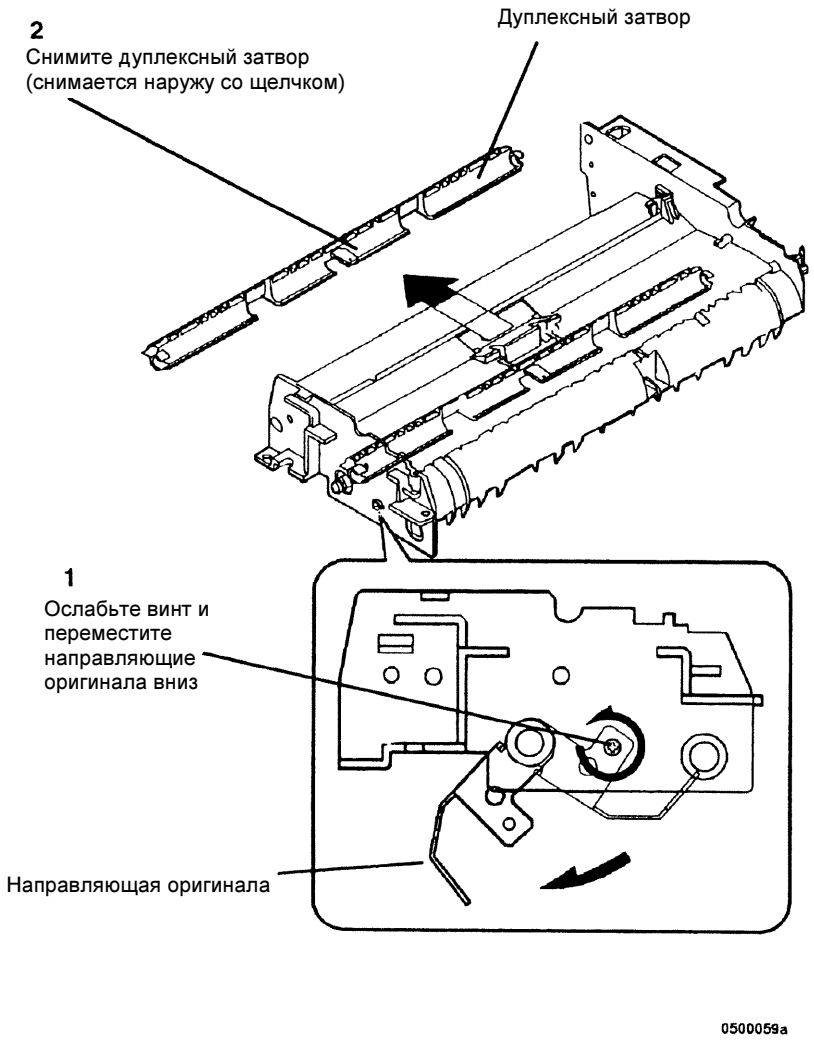

Рисунок 3 Снятие дуплексного затвора
5. (Рисунок 3): Снимите дуплексный затвор DSDF